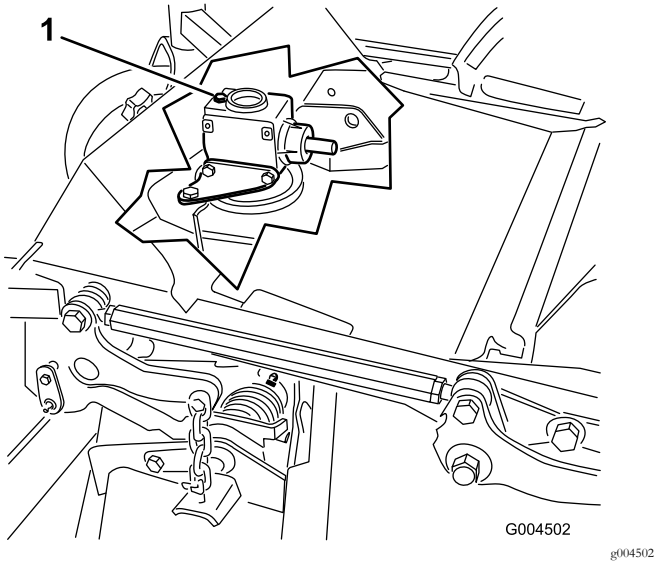

Figur 34
6. Ta ut peilestaven/fyllpluggen fra toppen av girkassen, og kontroller at oljenivået er mellom merkene på peilestaven (Figur 34).
6. Fjern peilestaven/fyllpluggen fra toppen av girkassen (Figur 34).